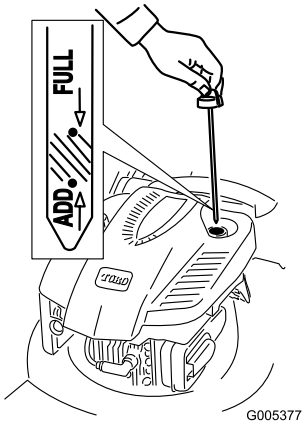

Figuur 11
1. Verwijder de peilstok uit de buis en veeg deze schoon. Schuif daarna de peilstok weer helemaal terug (Figuur 11).
2. Haal de peilstok eruit en controleer het oliepeil (Figuur 11). Als het peil onder de **Bijvullen**-markering op de peilstok staat, giet dan **lanzaam** voldoende olie in de vulbuis totdat het peil de **Vol**-markeringhop de peilstok bereikt. **Niet te vol vullen.** (Maximale vulhoeveelheid: 0,59 l, type: SAE 30 reinigingsolie, met onderhoudsclassificatie SF, SG, SH, SJ, SL van het American Petroleum Institute (API) of hoger.